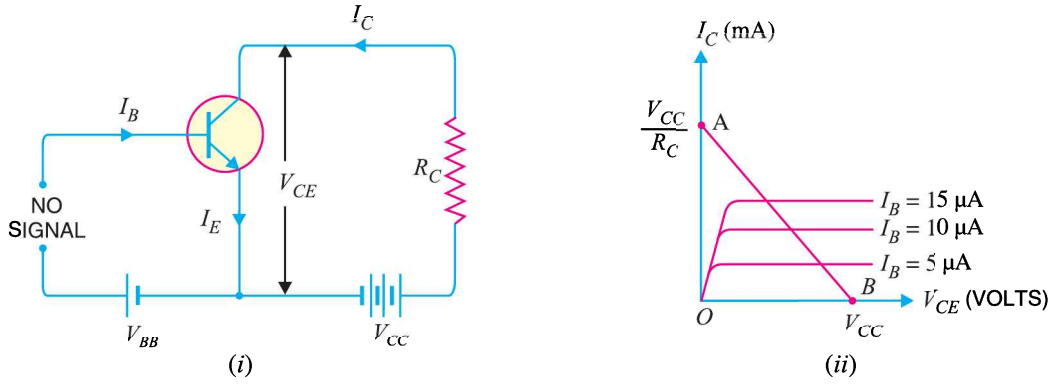

Fig. 8.35
d.c. load line. Consider a common emitter *npn* transistor circuit shown in Fig. 8.35 (*i*) where no signal is applied. Therefore, d.c. conditions prevail in the circuit. The output characteristics of this circuit are shown in Fig. 8.35 (*ii*).
This gives the first point B ($OB = V_{CC}$) on the collector-emitter voltage axis as shown in Fig. 8.35 (*ii*).
This gives the second point A ($OA = V_{CC}/R_C$) on the collector current axis as shown in Fig. 8.35 (*ii*). By joining these two points, d.c. *load line AB is constructed.